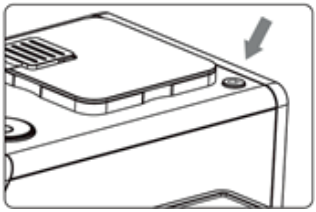

Рис. 1
Подключите устройство к электрической сети и нажмите на кнопку (9), расположенную справа от контейнера для зерен (Рис.1) После включения индикатор предварительного нагрева будет гореть, указывая на то, что запущен процесс предварительного нагрева. По окончании предварительного нагрева в машине начнется процесс очистки, поставьте емкость для сбора воды под блок подачи кофе (2). После завершения процесса очистки индикаторы напитков и «Очистка» будут светиться, а кнопка «Старт/Стоп» погаснет, что указывает на готовность машины к приготовлению напитков.